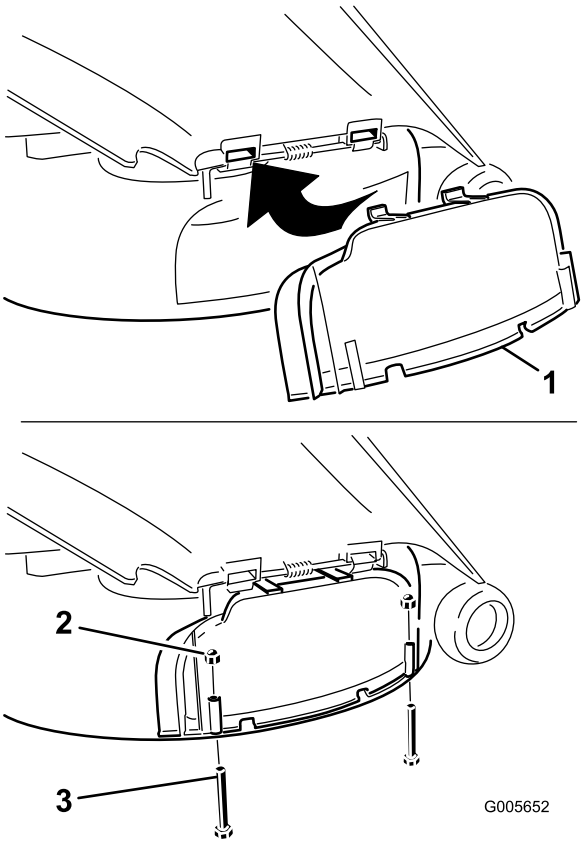

Figuur 24
5. Draai de afvoerafsluiter naar beneden op de opening en op de onderste lip van het maaidek (Figuur 24).
6. Zet de uitworpafsluiter vast aan de onderste lip van het maaidek met twee bouten (1/4 x 2-1/2 inch) en twee dopmoeren (1/4 inch) zoals getoond in Figuur 24.